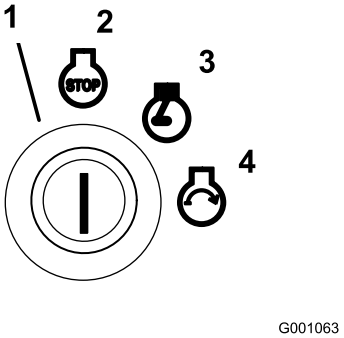

Figuur 12
6. Draai het contactsleuteltje naar rechts op LOPEN (Figuur 12).
9. Draai het contactsleuteltje op START en het indicatielampje van de gloeibougies gaat weer branden. Laat het sleuteltje los zodra de motor aanslaat (Figuur 12).
2. Draai het contactsleuteltje naar rechts op LOPEN (Figuur 12).
4. Draai het contactsleuteltje op UIT (Figuur 12). Zet de motor af en wacht totdat alle bewegende onderdelen tot stilstand zijn gekomen alvorens de bedieningspositie te verlaten.